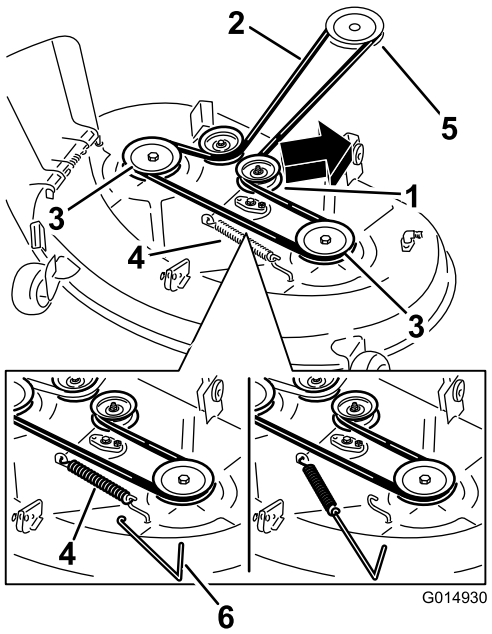
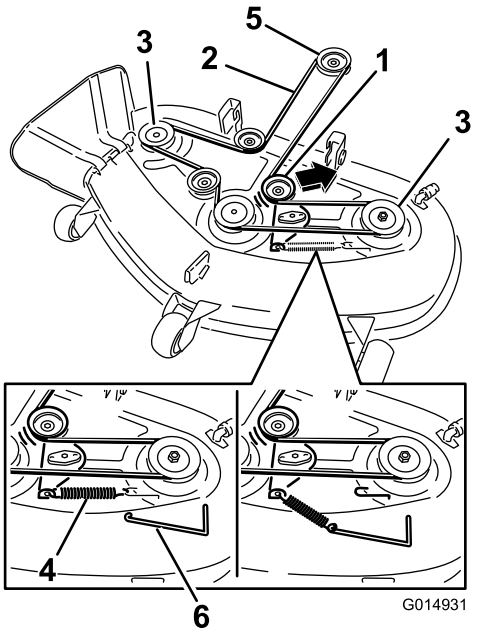

Figuur 69
Figuur 70
4. Gebruik een veerverwijderaar (Toro onderdeelnummer 92-5771), verwijder de spanpoelieveer van de maaidekhaak om de spanning op de spanpoelie te verwijderen en rol de riem van de poelies (Figuur 69 en Figuur 70).
5. Leg de nieuwe riem rond de motorpoelie en de poelies van het maaidek (Figuur 70).
6. Gebruik een veerverwijderaar (Toro onderdeelnummer 92-5771) en plaats de spanpoelieveer terug op de maaidekhaak om spanning op de spanpoelie en riem te zetten (Figuur 69 en Figuur 70).